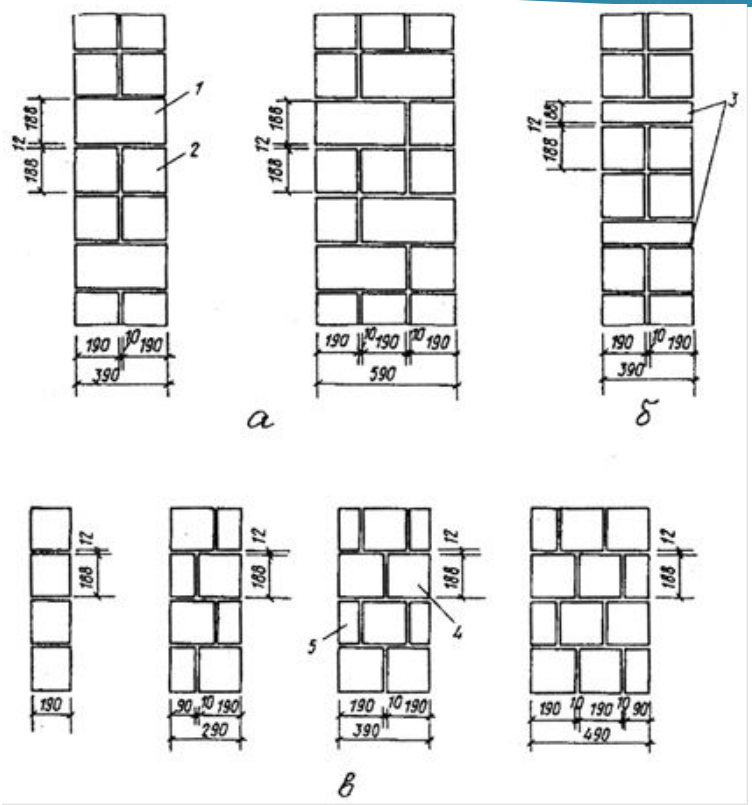

Рис. 5. Кладка из бетонных или природных камней:
- при кладке из тычковых и ложковых камней устраивается двухряд-ная перевязка – каждые два ложковых ряда перекрываются тычковыми (более редкое расположение тычковых рядов не допускается, так как это приводит к заметному снижению прочности кладки, особенно при внецентренном сжатии) (рис. 5,а,б);
- при наличии продольных половинок в поперечном сечении кладки располагаются дна или две продольные половинки, которые в сочетании с целыми камнями позволяют перекрывать вертикальные продольные швы в каждом ряду. Тычковые камни в этом случае не применяются (рис. 5,в);